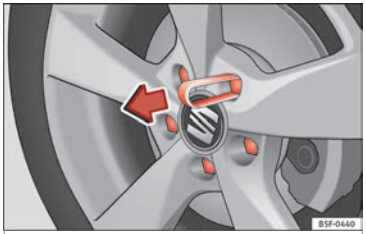

Fig. 65 Clip for removing the wheel bolt caps
- Fit the plastic clip (vehicle tools) over the cap until it clicks into place ››› Fig. 65.